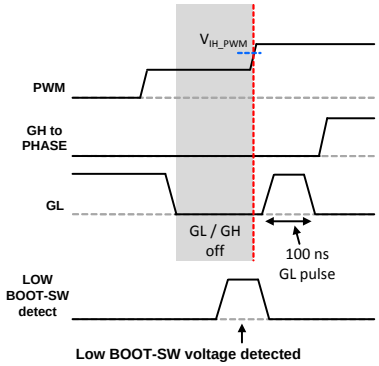

Figure 30. Low BOOT-SW Voltage Detected and PWM from 3-State to HIGH
- If the part exits 3-state with a low BOOT-SW voltage condition and the controller commands PWM=HIGH, the SPS outputs a 100 ns GL pulse and follows the PWM=HIGH command (*see Figure 30).*